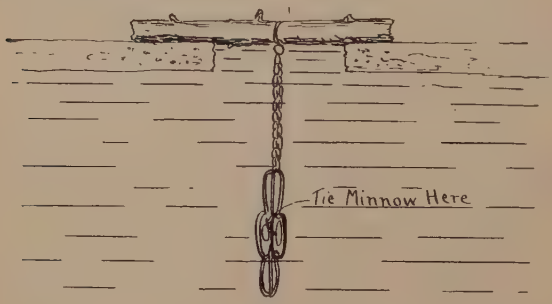

Fig. 24
M. B. relates that whilst fishing at one time in a deep pool of water with minnows, he was surprised to find that the minnows were taken repeatedly and in a manner that was curious. Dropping the bait cautiously through the ice and looking down, he was surprised to see an otter take the bait. He devised a plan to catch Mr. Otter and tied a large minnow about seven inches long to the bed piece of a trap and fixed another trap to it, back to back, as shown in Fig. 24. These were let down through the hole to the length of the chain which was fastened to a clog left over the hole, and the otter was caught. He states that he has been suc-